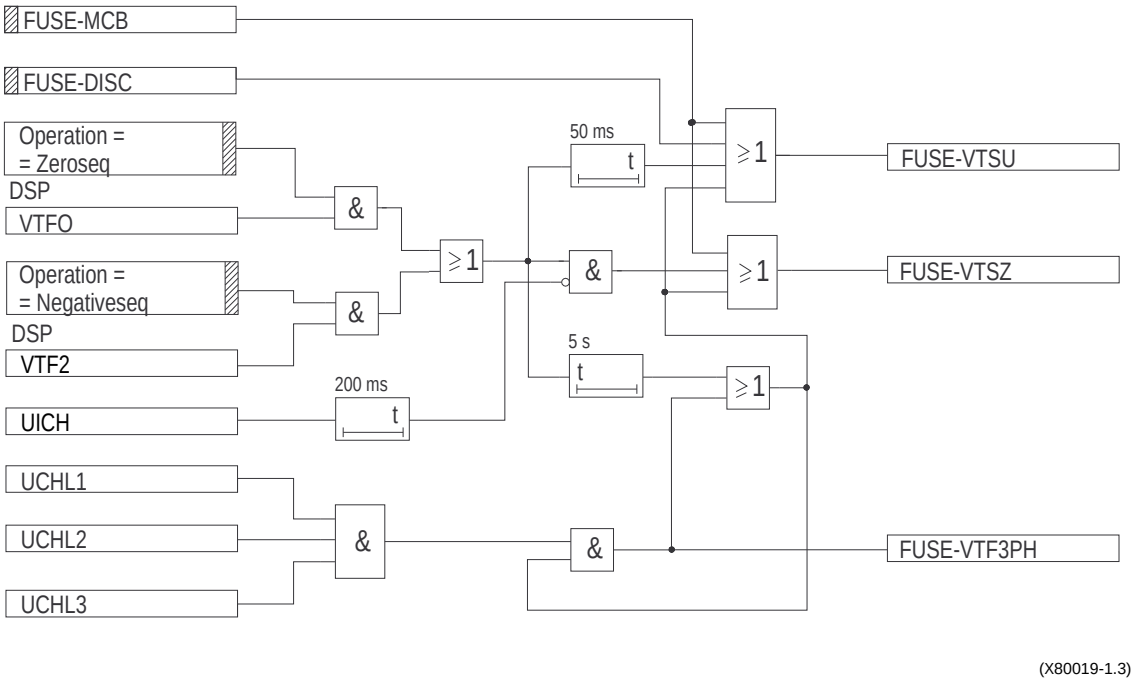

Fig. 1 Fuse failure supervision function - simplified block diagram
1.1 Check if the input and output logical signals as shown in Fig. 1 are configured to the corresponding binary inputs and outputs of the tested terminal. If not, configure them for testing purposes.